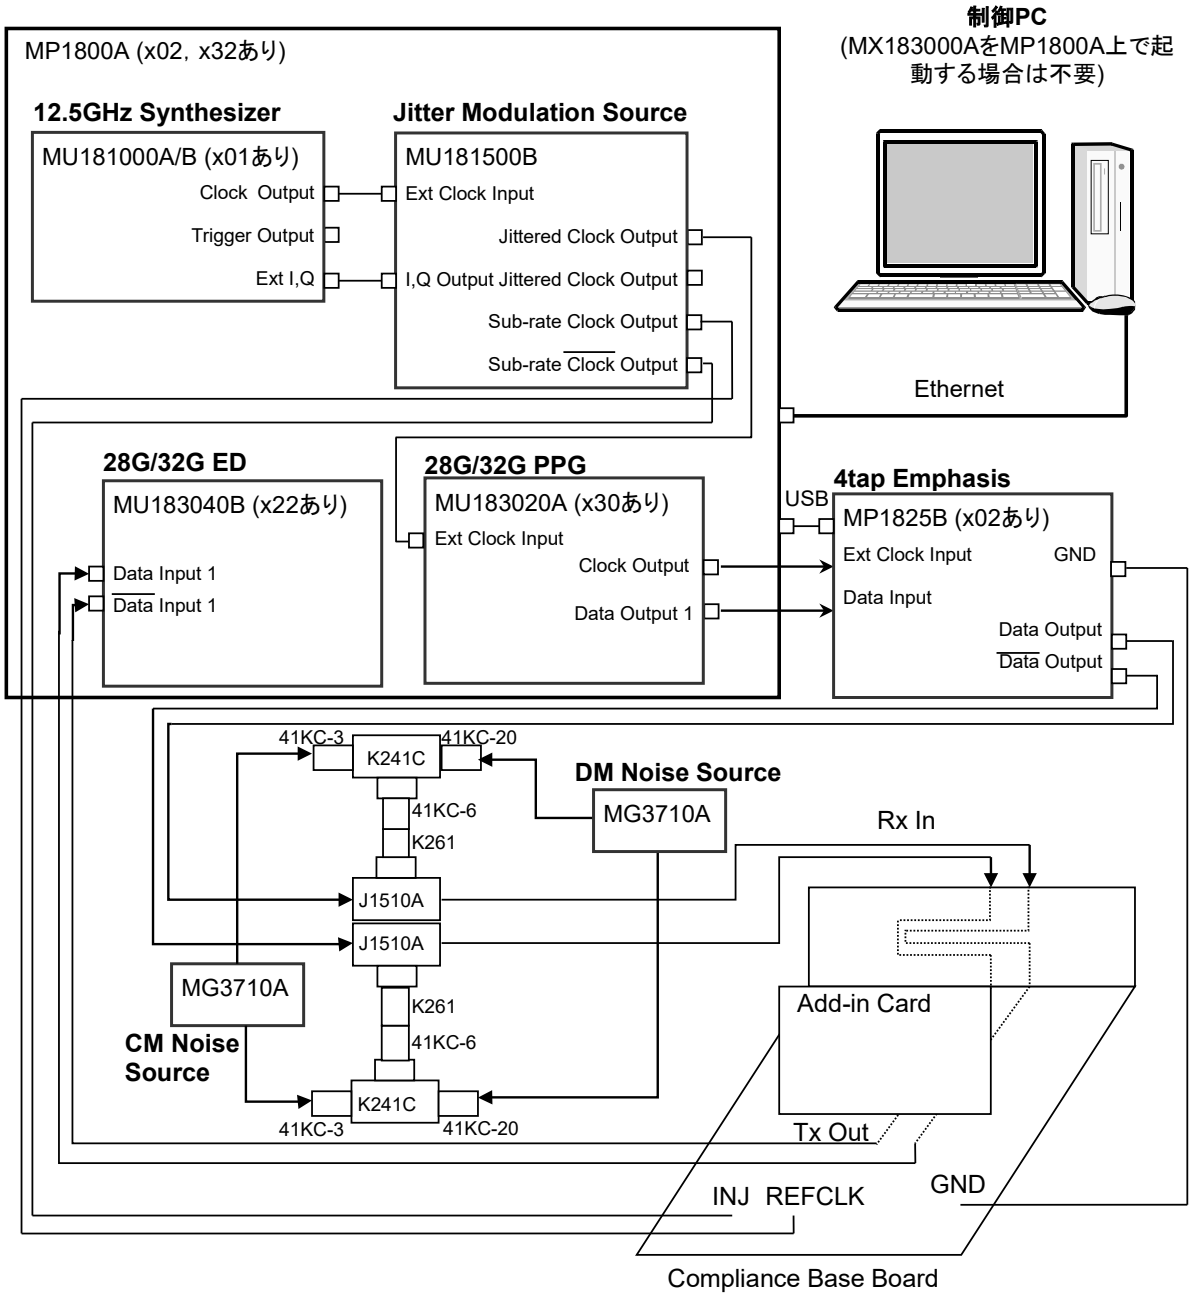

図 3.3.1-1　MP1800A を使用した PCIe Link Sequence の接続方法
12. MG3710A と 41KC-3，41KC-6，41KC-20，K241C，および J1510A を図 3.3.1-1 のとおり接続します。MG3710A の出力は RF Output 端子です。